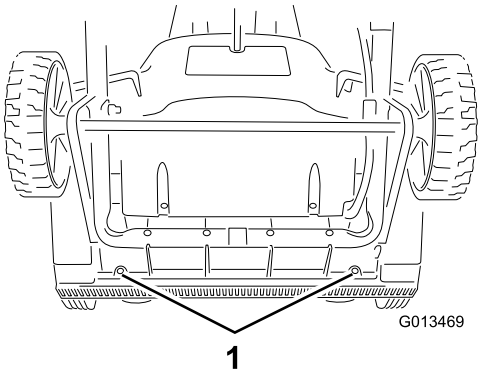

**Figur 14**
1. Ta bort skruven från de båda sidoplåtar som håller skrapan på plats (Figur 13) och de två skruvarna på maskinens undersida (Figur 14) som håller fast skrapan på maskinen.